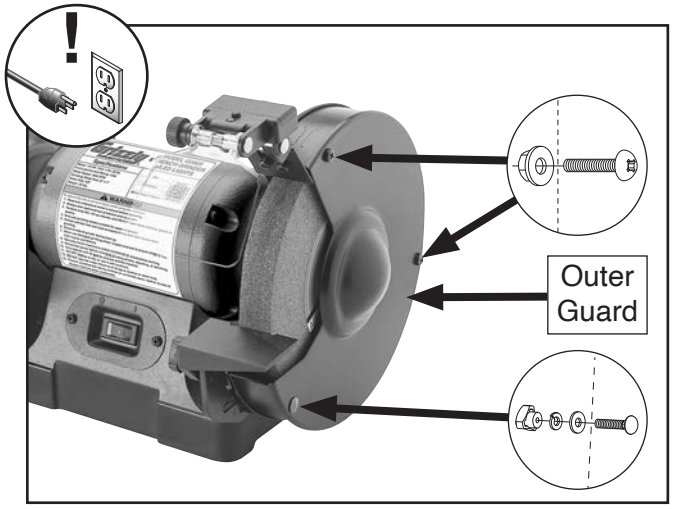

Figure 17. Location of outer guard hardware that must be removed to remove wheel.
2. Remove outer guard (see **Figure 17**).